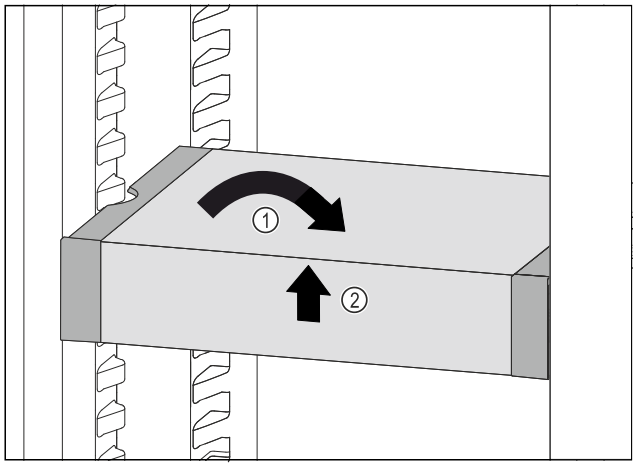

Fig. 101
▶ Set VarioSafe straight. *Fig. 101 (1)*
▶ Lift VarioSafe at the front. *Fig. 101 (2)*